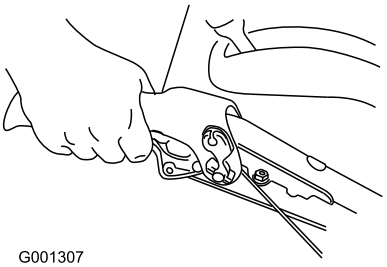

Figur 13
4. Flytt fremover ved å aktivere trekkdrivet og klem den venstre trekkfunksjonsspaken langsomt til håndtaket (Figur 13).